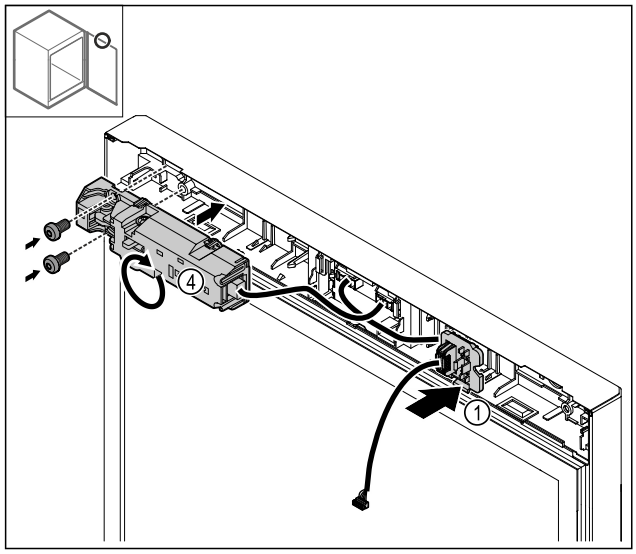

Fig. 29
▶ Fixați în poziție suportul fișei *Fig. 29 (1)* pe partea opusă.
▶ Rotiți încuietoarea electrică *Fig. 29 (4)* cu 180° și fixați-o pe partea opusă.